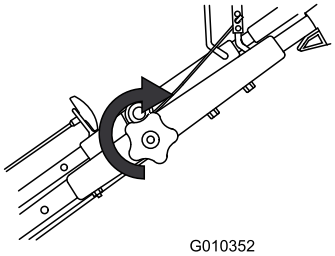

Figuur 20
3. Draai de handgreepknop zo goed mogelijk vast (Figuur 20).